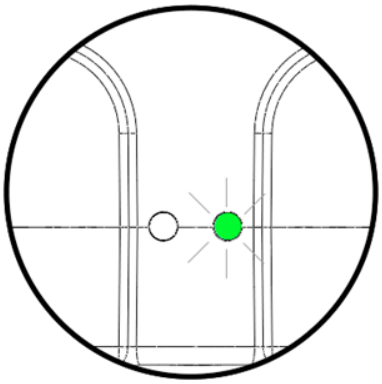
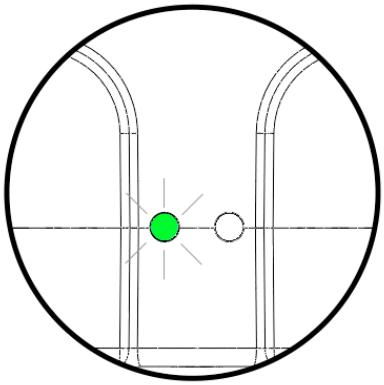

Figura 1
Figura 2
Se o LED da direita estiver piscando, como exemplificado na Figura 1, o equipamento está configurado para operar a 37 °C. Por outro lado, se o LED da esquerda estiver piscando, conforme ilustrado na Figura 2, o equipamento está no modo de aquecimento para 58 °C.
- Com a **Incubadora Mini-Clean Plus** ligada, pressione uma vez o botão de seleção de temperatura, os dois LEDs verdes se apagarão. Após, o LED da esquerda (Figura 2) piscará rapidamente.
- Se o botão de temperatura for pressionado novamente antes do intervalo de tempo de 5 segundos, o LED da direita (Figura 1) piscará rapidamente, enquanto o da esquerda se apagará. Dessa forma, após 5 segundos, a incubadora entrará no modo de temperatura de 37 °C.